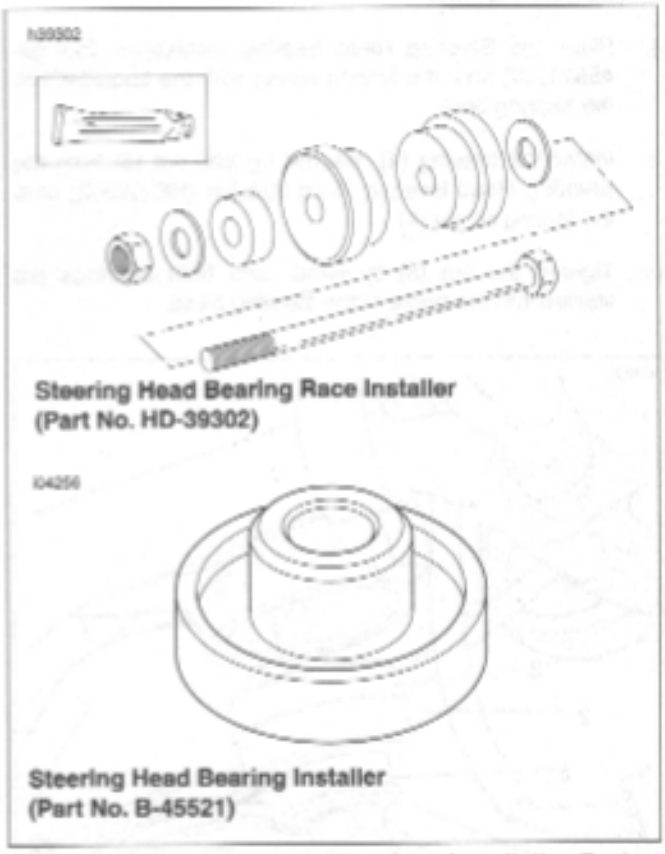

Figure 2-71. Steering Head Bearings Installation Tools
1. See Figure 2-71. Install **new** upper and lower steering head bearings into the steering stem using STEERING HEAD BEARING RACE INSTALLER (Part No. HD-
b. See Figure 2-71. Insert the steering head bearing installation tool into the upper bearing, with the shoulder into the bearing bore.